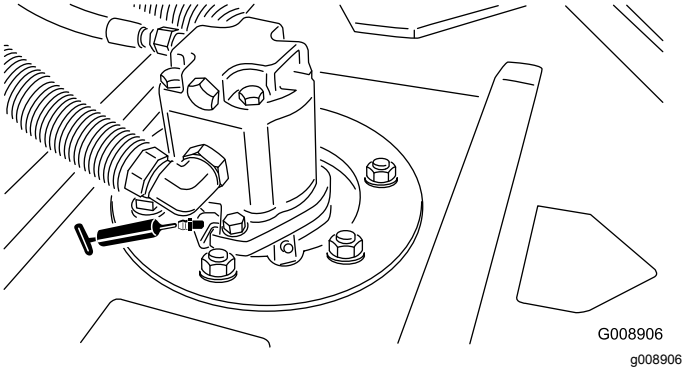

Figur 55
- Klippeenhedens spindelaksellejer (2 pr. klippeenhed) (Figur 55)